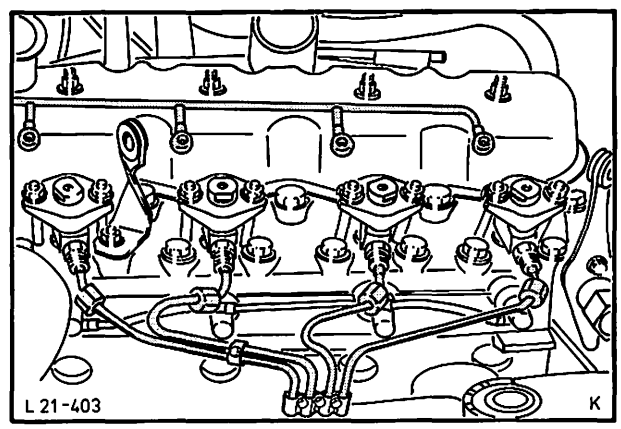

Abb. 115 Einspritzleitungen
20. Einspritzleitungen und Leckölleitung mit Dichtungen an Einspritzdüsen anschrauben, Abb. 115.